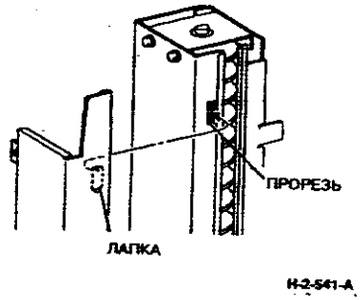

**Рисунок 9. Установка крышки левого заднего кулачка**
2. (Рисунок 9) При установке крышки узла правого заднего кулачка перед затяжкой винтов проверьте, что установочные лапки контршайб попали в прорези.